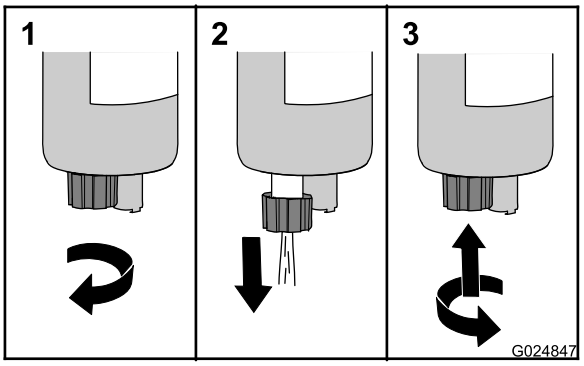

Figura 22
3. Gire la válvula de vaciado en sentido antihorario unas 3 vueltas y media, hasta que la válvula descienda del separador de combustible/agua (Figura 22).
4. Drene el agua y los sedimentos del separador hasta que se vea el combustible limpio (Figura 22).
5. Levante la válvula y gírela en sentido horario hasta que quede apretada (Figura 22).